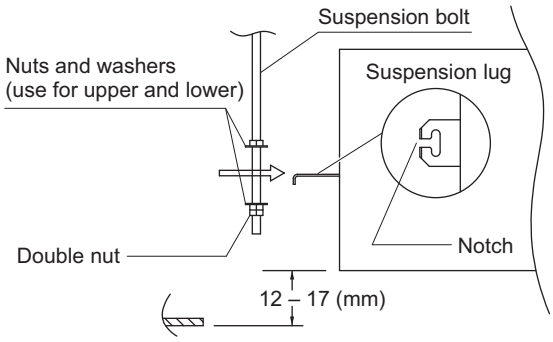

Fig. 2-45
(3) Thread the 3 hexagonal nuts and 2 washers (field supply) onto each of the 4 suspension bolts as shown in Fig. 2-45. Use 1 nut and 1 washer for the upper side, and 2 nuts and 1 washer for the lower side, so that the unit will not fall off the suspension lugs.
(4) Adjust so that the distance between the unit and the ceiling bottom is 12 to 17 mm. Tighten the nuts on the upper side and lower side of the suspension lug.
(5) Remove the protective polyethylene used to protect the fan parts during transport.
(6) Check with a tape measure or carpenter's level.